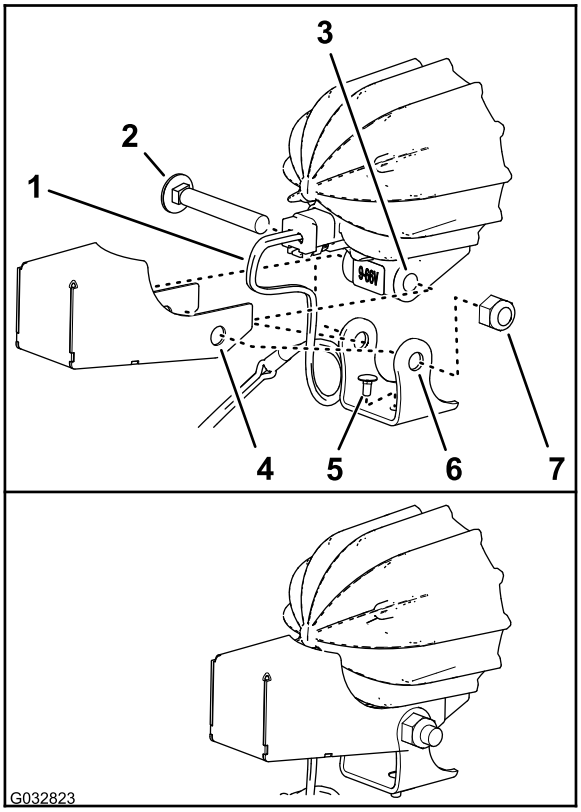

Figur 11
3. Hvis montert, fjern den lange låseskruen og mutteren som fester monteringsbraketten til rammen på LED-lyset (Figur 11).
4. Påse at den korte låsebolten er montert gjennom hullet i bunnen av monteringsbraketten som vist i Figur 11.
5. Innrett hullene i skyddet og monteringsbraketten til hullene i rammen på LED-lyset som vist i Figur 11.
6. Monter skyddet og monteringsbraketten til rammen på LED-lyset med låsebolten og mutteren (Figur 11).